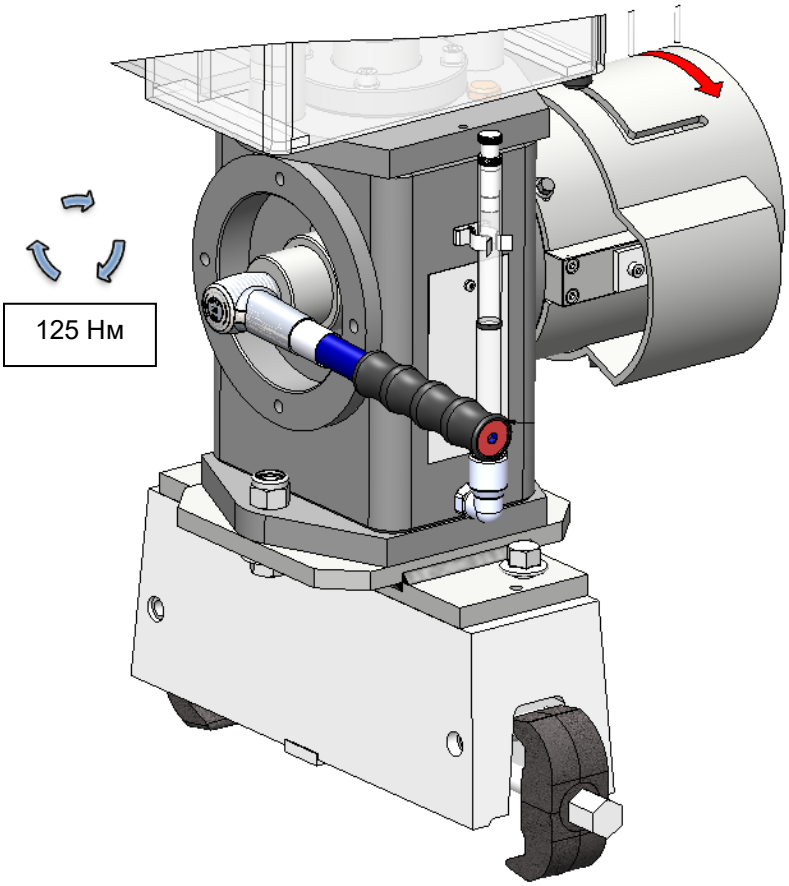

Рисунок 4.6 Процедура затяжки гайки кулачка
5. При помощи динамометрического ключа с квадратным наконечником 1/4" закрутите гайку кулачка с моментом затяжки 125 Нм (Рисунок 4.6).